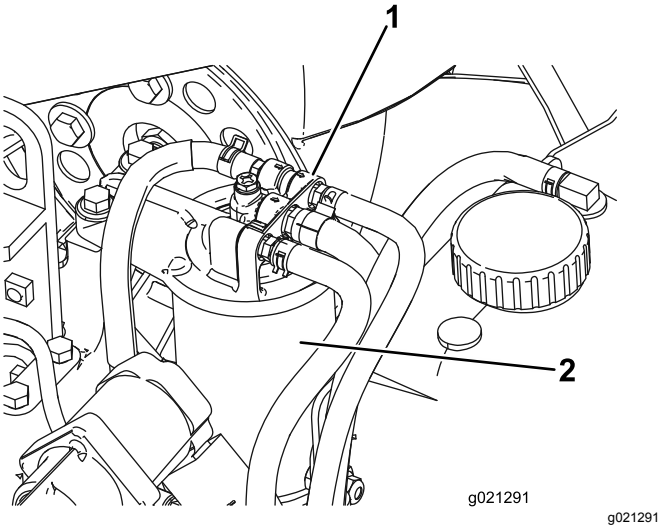

Figuur 58
1. Maak de omgeving van de kop van het brandstoffilter schoon (Figuur 58).
2. Verwijder het filter en reinig het filterkopplaatsingsoppervlak (Figuur 58).